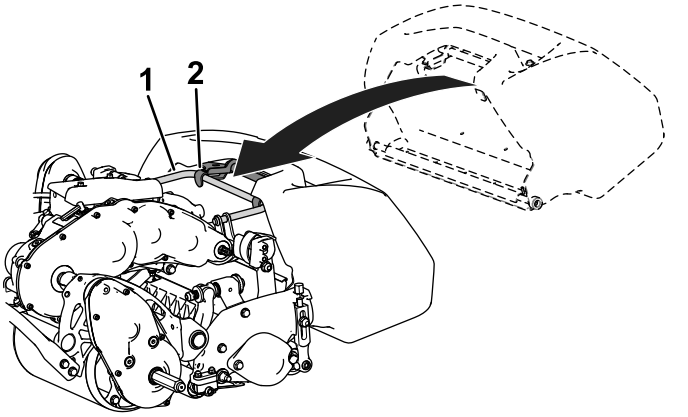

**Figure 4**
2. Faites passer le rebord du bac entre les plaques latérales de l'unité de coupe et par-dessus le rouleau avant (Figure 4).
3. Enfilez les crochets du bac sur l'arceau du cadre (Figure 4).